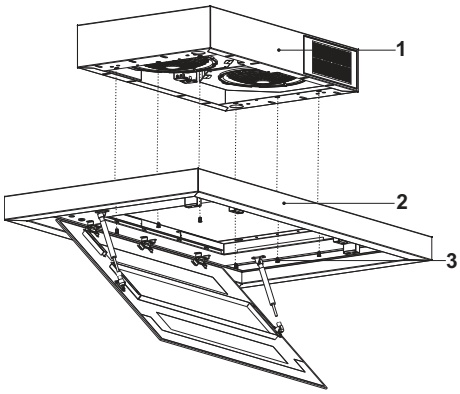
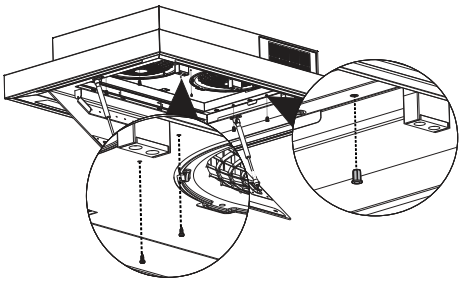

Abb. 11
Abb. 12
3. An der Motorbox befinden sich Schrauben zur Verbindung des Haubenkörpers mit der Motorbox (Abb. 11 und 12Abb. 12).